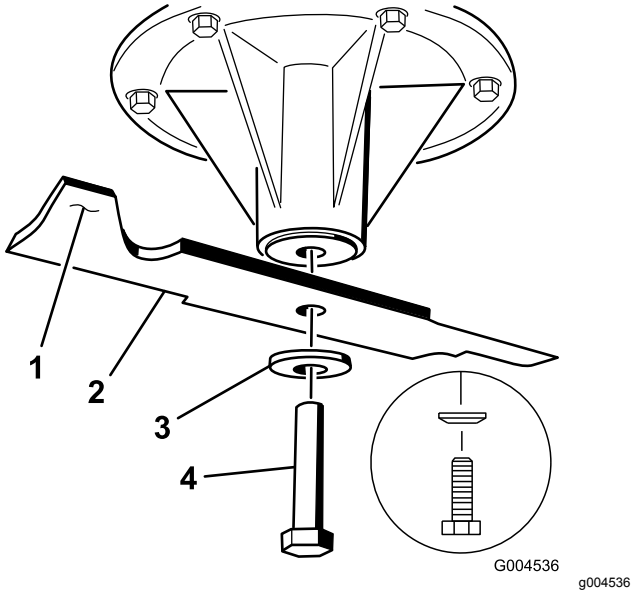

Rysunek 81
1. Zamontuj ostrze na wale wrzeciona (Rysunek 81).
2. Zamontuj podkładkę sprężystą tarczową i śrubę ostrza (Rysunek 81).
Informacja: Stożek podkładki sprężystej musi być skierowany w stronę łba śruby (Rysunek 81).